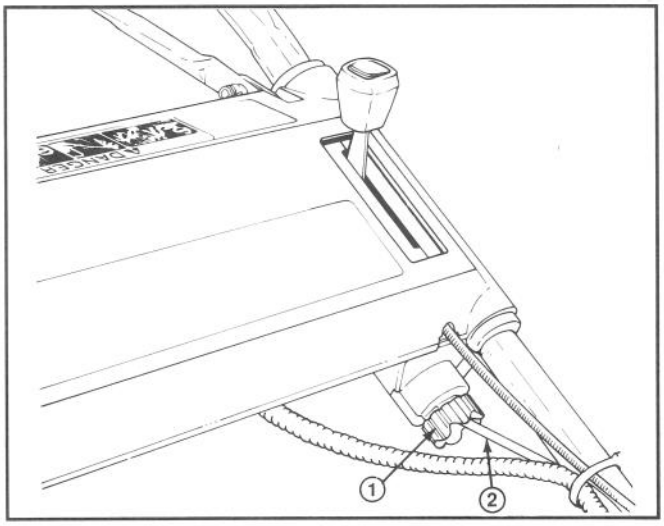

Abbildung 21
2. Den Einstellkopf (Abb. 21) um eine Halbe Umdrehung im Uhrzeigersinn drehen, um den Antriebsrahmen zu spannen, oder um eine halbe Umdrehung gegen den Uhrzeigersinn, um ihn zu locken. Dabei sollten Sie das Kabel halten, damit es sich nicht mitdrehen kann.